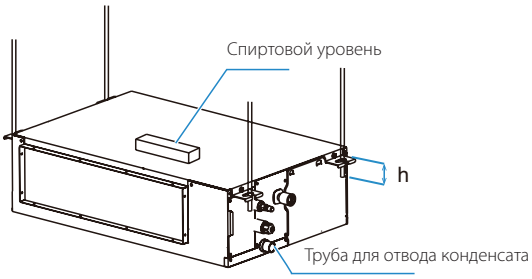

Рис. 3
1. Отрегулируйте положение гаек. Величина зазора между шайбой (внизу) и потолком следует выбирать исходя из конкретной строительной конструкции. Расстояние «h» между подъемной проушиной и подъемным болтом должно находиться в пределах 40–80 мм, чтобы облегчить соединение труб, установку и демонтаж крышки электрического блока. См. рис. 3.
4. С помощью спиртового уровня убедитесь в том, что корпус блока в продольном направлении имеет уклон в сторону дренажного патрубка более 1/100. Не наклоняйте блок в сторону, противоположную дренажному патрубку. См. рис. 3.